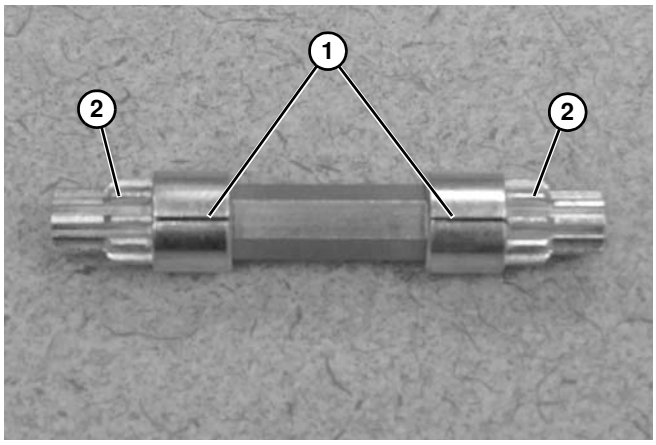

Figure 90
5. Pour réassembler, bien aligner les lignes **(Figure 90, élément 1)** marquées sur les pignons et crémaillère **(Figure 90, élément 2)**.